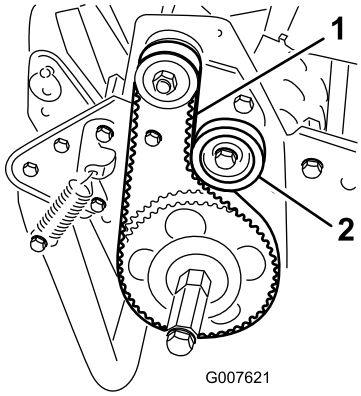

Figur 41
2. Kontroller hvor stram remmen er ved å presse på mellomspennet (Figur 41) med en kraft på 18–22 N. Remmen skal gi etter 6 mm.
A. Løsne monteringsmutteren på lederullen, og vri lederullen med klokken mot baksiden av remmen helt til du oppnår ønsket remspenning (Figur 41).